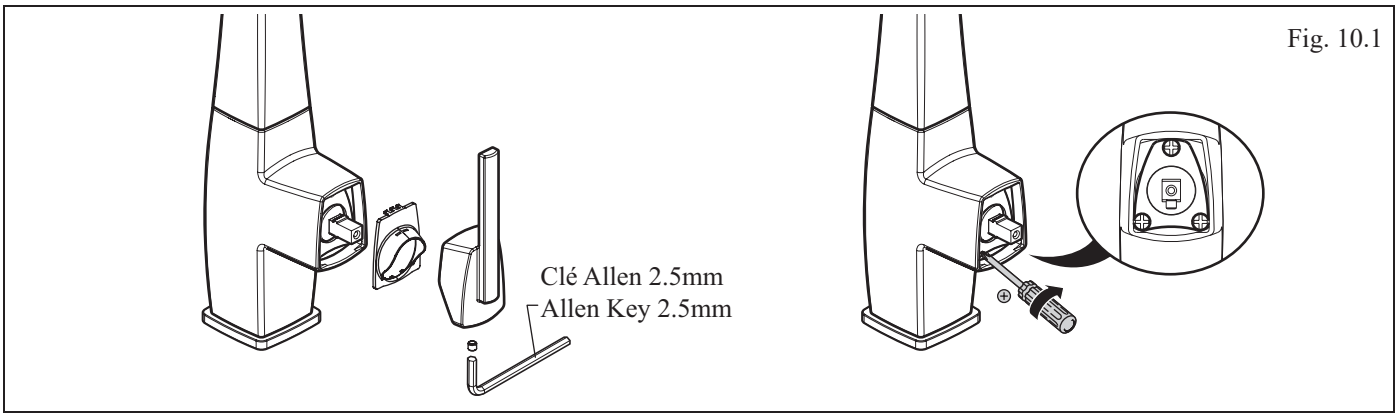

Fig. 10.1
- Serrer la **plaque de retenu** (3 vis) à l'aide d'un tournevis Phillips (fig 10.1).
- Tighten the **retainer plate** (3 screws) using a Phillips screwdriver (fig 10.1).